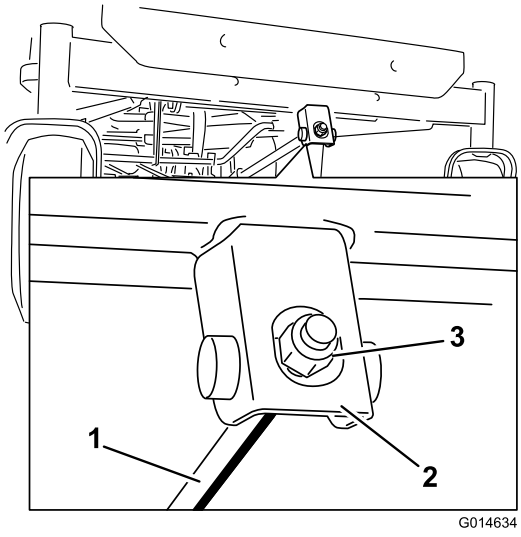

Figur 57
6. Den langsgående knivhældning justeres ved at dreje justeringsmøtrikken forrest på plæneklipperen (Figur 57).